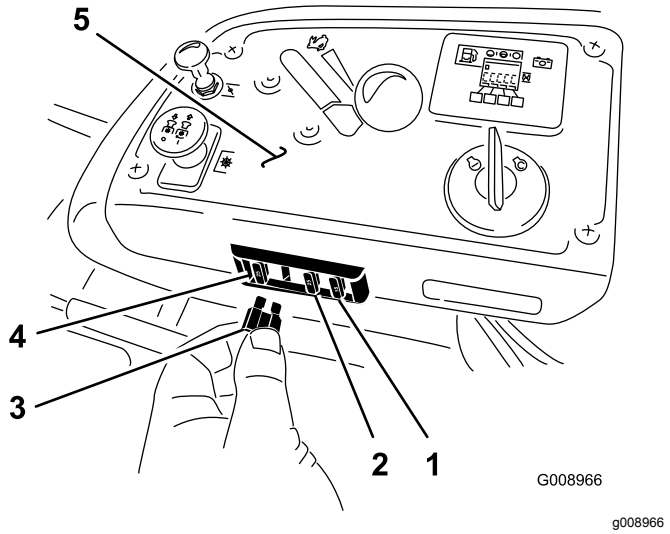

Figuur 58
1. De zekeringen bevinden zich op de rechterconsole naast de stoel (Figuur 58).
3. Monteer een nieuwe zekering (Figuur 58).